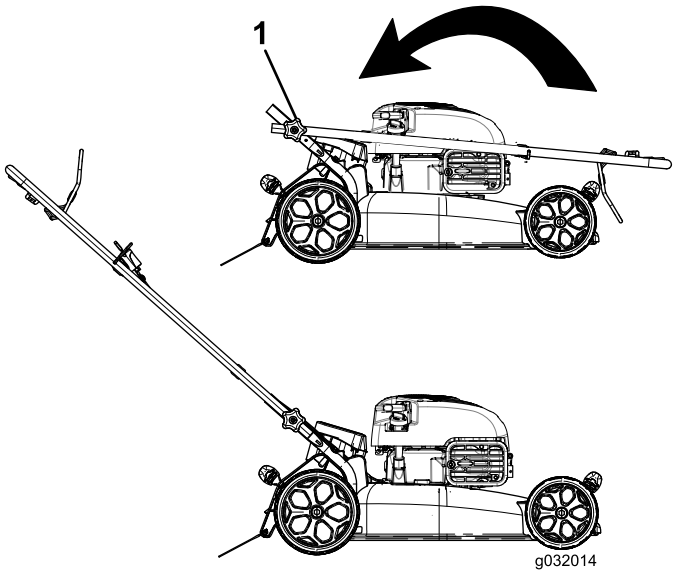

Figur 4
3. Flytta handtaget till arbetsläget (Figur 4).